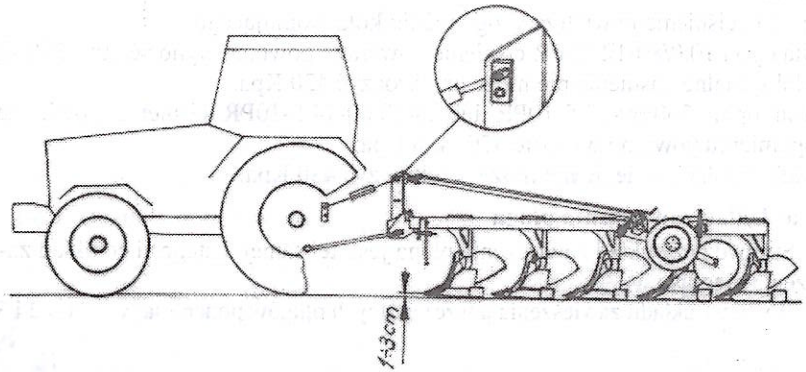

Rys. 6.
- Połącz górny łącznik ciągnika z otworem wieszaka za pomocą sworznia i zabezpiecz przetyczką. W czasie orki punkt zaczepienia górnego łącznika na pługu powinien być wyżej umieszczony niż punkt przyłączenia łącznika na ciągniku. (Rys. 6).
ZAPAMIĘTAJ – Jeśli górny łącznik połączony jest z otworem wzdłużnym wieszaka, to sworzeń łącznika musi przylegać z przodu do otworu podłużnego (Rys.6.) przy naprężonym łączniku – wówczas obciążenie jest przenoszone z pługa na ciągnik.